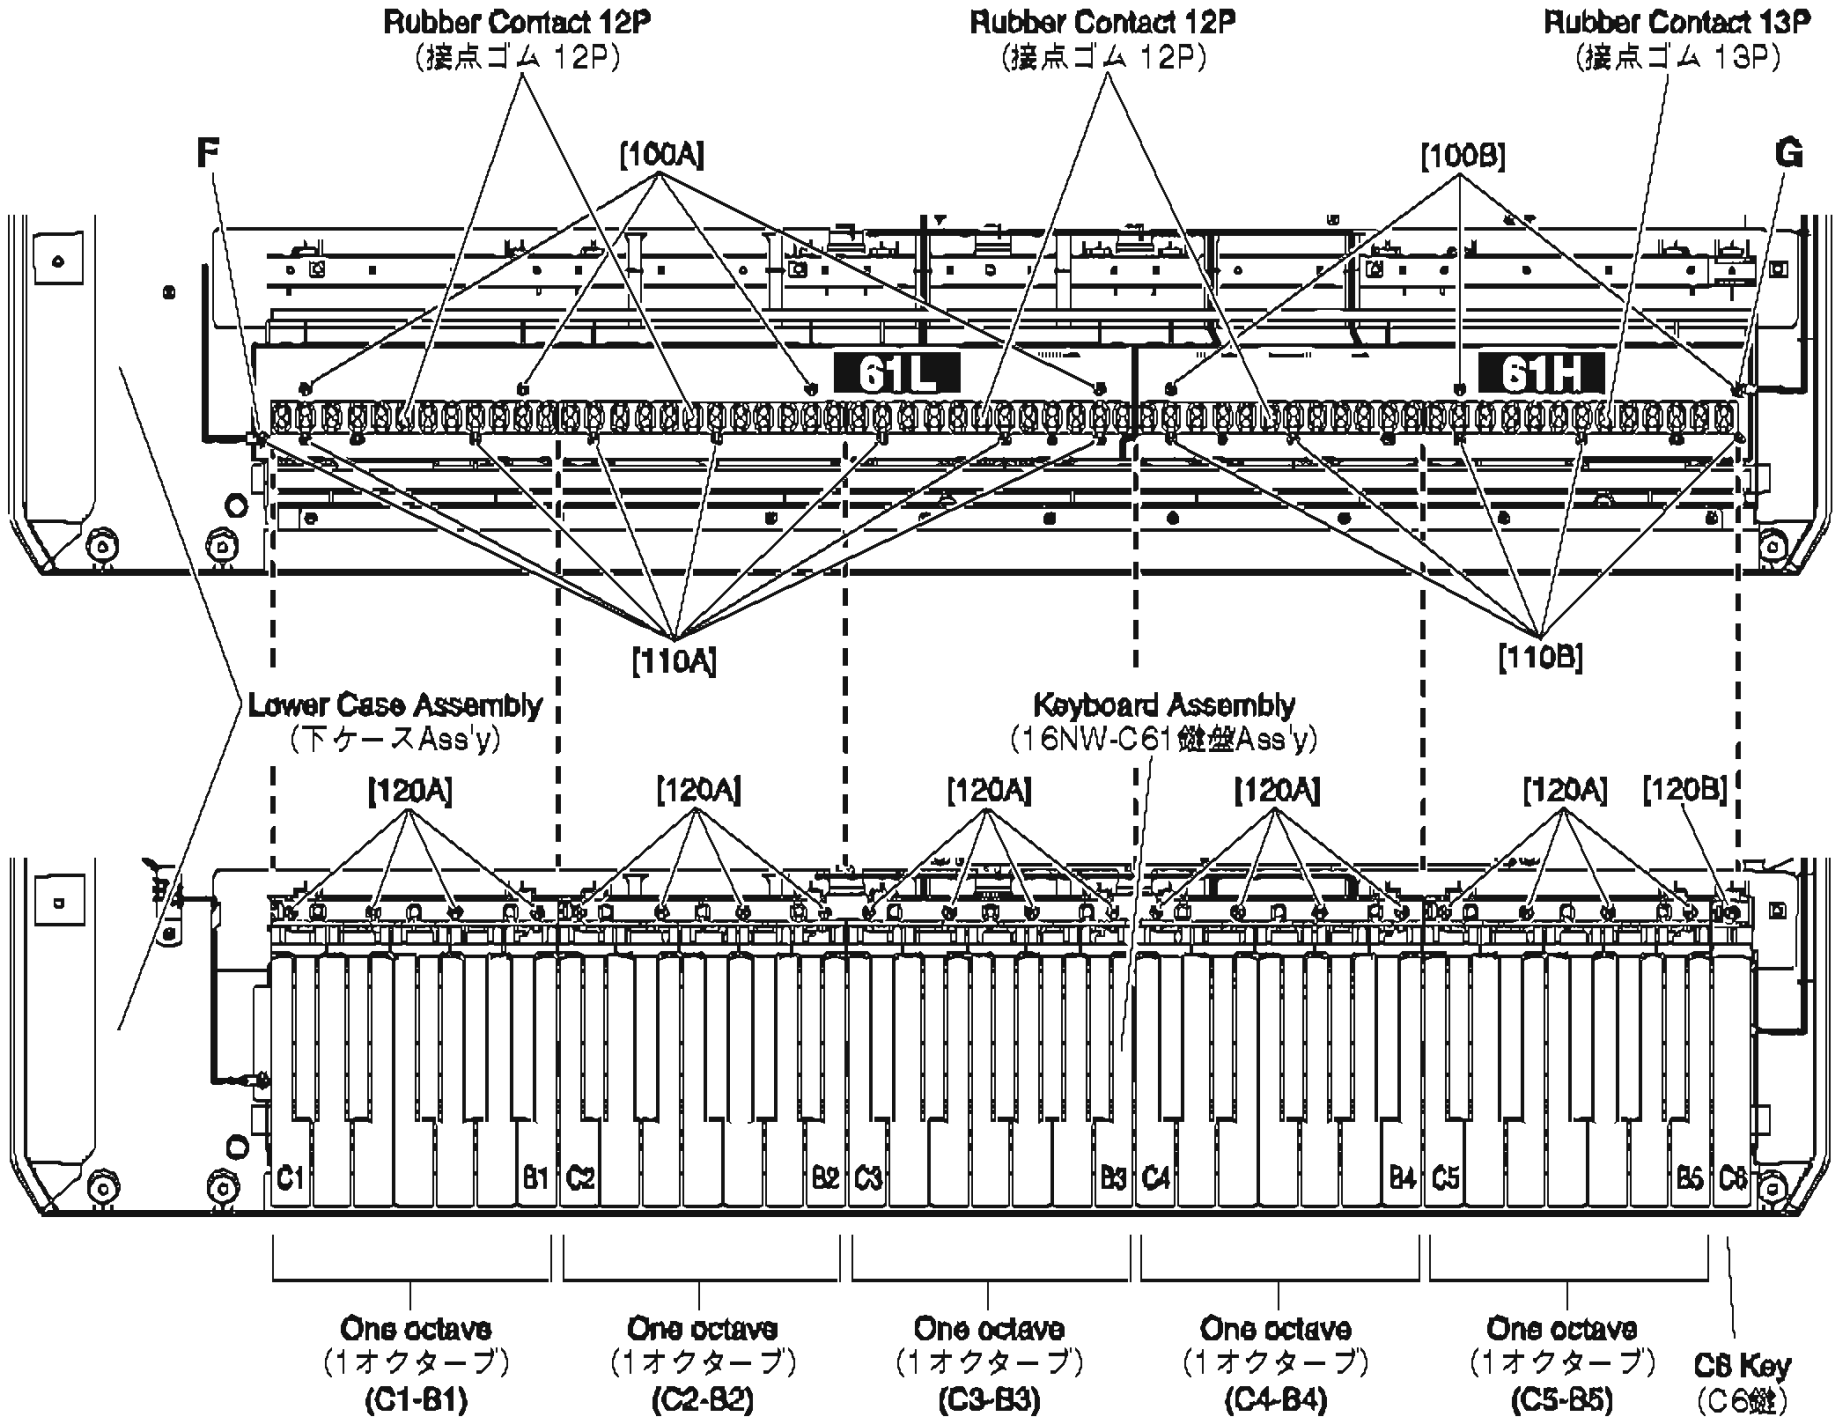
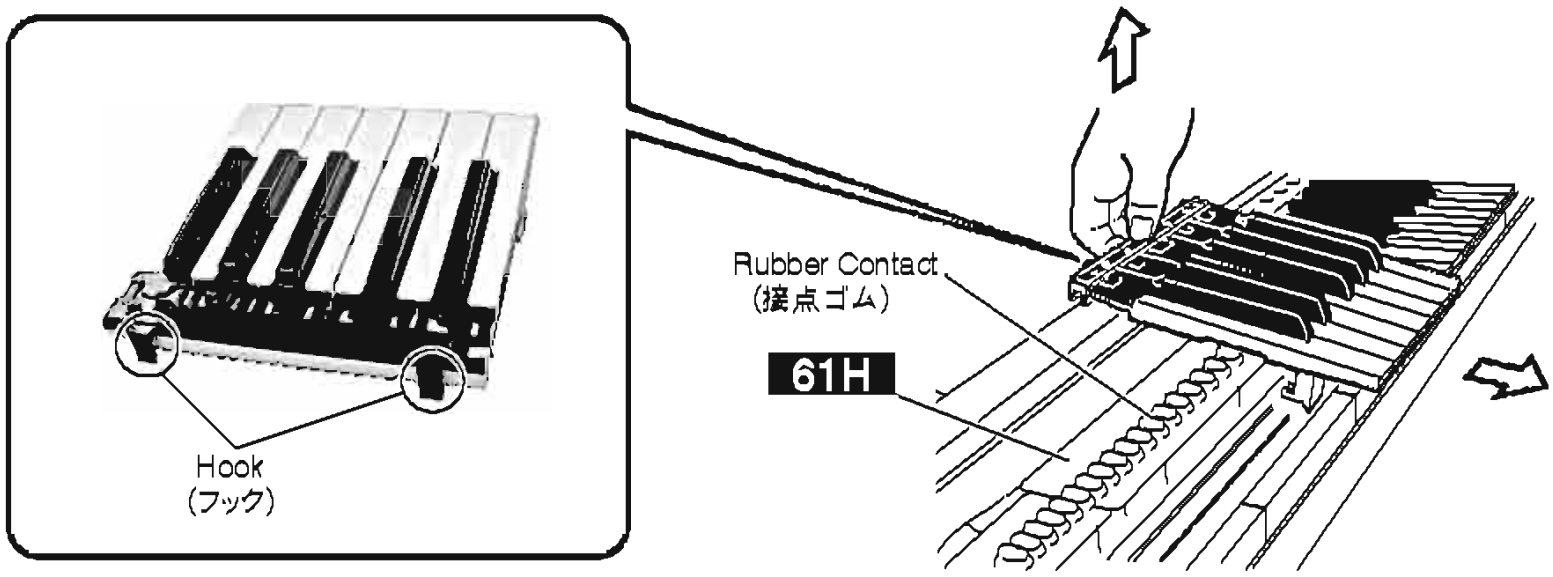

Fig.9 (図 9)
Fig.10 (図 10)
8-2-1 White and black keys for one octave unit are integrated as a set. There are five sets in total. Only the C6 white key, unlike the other keys, is not integrated in a set. (Fig.9)
8-2-2 To remove a set, remove the four (4) screws marked [120A]. The white and black keys in the set can then be removed. (Fig.9)
When removing, unfasten the two (2) hooks at the back of the black keys upward, and lift the white and black keys while pulling them toward you a little. (Fig.10)
8-2-3 To remove the white key C6, remove the screw marked [120B], unhook as described in Procedure 8-2-2, and pull out toward you. (Fig.9, Fig.10)
8-3-1 Remove the white and black keys corresponding to the rubber contacts to be removed. (Fig.9)
8-3-2 Remove the rubber contacts. (Fig.9)
8-2-1 白鍵、黒鍵は、左側から 1 オクターブ単位のセットになっていて、全部で 5 セットあります。C6 鍵は、白鍵 1 個のみです。(図 9)
8-2-2 セットのものは、[120A] のネジ 4 本づつ外してそれぞれ 1 セット分の白鍵、黒鍵を外します。(図 9)
この時、黒鍵の後ろ側にある 2 つのフックを上方向に外し、白鍵・黒鍵を少し手前に引きながら持ち上げます。(図 10)
8-2-3 C6 の白鍵は [120B] のネジ 1 本を外し、8-2-2 項の様にフックを外して手前に引きながら外します。(図 9、図 10)
8-3-1 外そうとする接点ゴムに対応した白鍵・黒鍵を外します。(図 9)
8-3-2 それぞれの接点ゴムを外します。(図 9)
8-4-1 Remove the white and black keys from C1 to B3. (See Fig.9 and Procedure 8-2.)
8-4-2 Remove the four (4) screws marked [100A] and the eight (8) screws marked [110A]. The 61L circuit board (MK-L) can then be removed. (Fig.9)
* ***As for the screw marked [110A] at the location of "F", it is tightened together with a GND terminal. (Fig.9)***
8-5-1 Remove the white and black keys from C4 to C6. (See Fig.9 and Procedure 8-2.)
8-5-2 Remove the three (3) screws marked [100B] and the five (5) screws marked [110B]. The 61H circuit board (MK-H) can then be removed. (Fig.9)
* ***As for the screw marked [100B] at the location of "G", it is tightened together with a GND terminal. (Fig.9)***
8-4-1 C1 ～ B3 の白鍵･黒鍵を外します。(図 9､8-2 項参照)
8-4-2 [100A] のネジ 4 本と [110A] のネジ 8 本を外し、シート 61L（MK-L）を外します。(図 9)
※ "F" の位置の [110A] のネジは、GND 端子と共締めされています。(図 9)
8-5-1 C4 ～ C6 の白鍵･黒鍵を外します。(図 9､8-2 項参照)
8-5-2 [100B] のネジ 3 本と [110B] のネジ 5 本を外し、シート 61H（MK-H）を外します。(図 9)
※ "G" の位置の [100B] のネジは、GND 端子と共締めされています。(図 9)